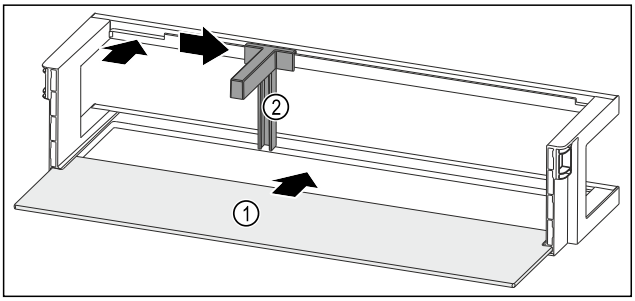

Fig. 99 Raft montat pe ușă cu raft
▶ Împingeți în interior raftul *Fig. 99 (1)* în degajările laterale.
▶ Introduceți suportul pentru sticle *Fig. 99 (2)* în degajare.
▶ Împingeți în lateral suportul pentru sticle *Fig. 99 (2)* în poziția dorită.